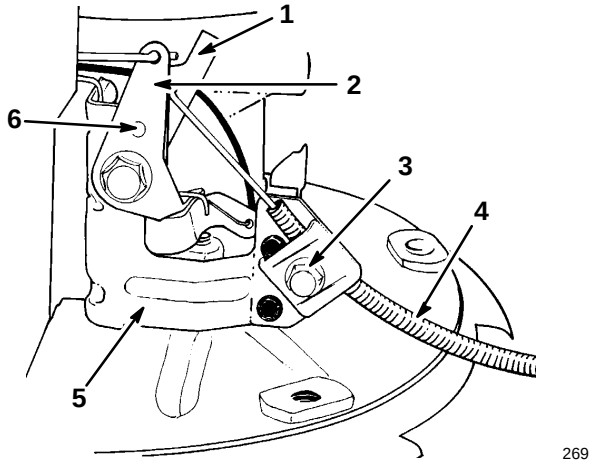

Figure 17
3. Loosen cable clamp screw until throttle cable slides (Fig. 17).
4. Check to see if holes in throttle bracket and choke lever are aligned (Fig. 17). If not, follow adjustment procedure in step 5.
5. ADJUSTMENT—A small diameter pin may be inserted into aligned holes to hold adjustment. Push throttle cable until throttle lever contacts choke lever (Fig. 17). Tighten cable clamp screw. Remove pin if used.